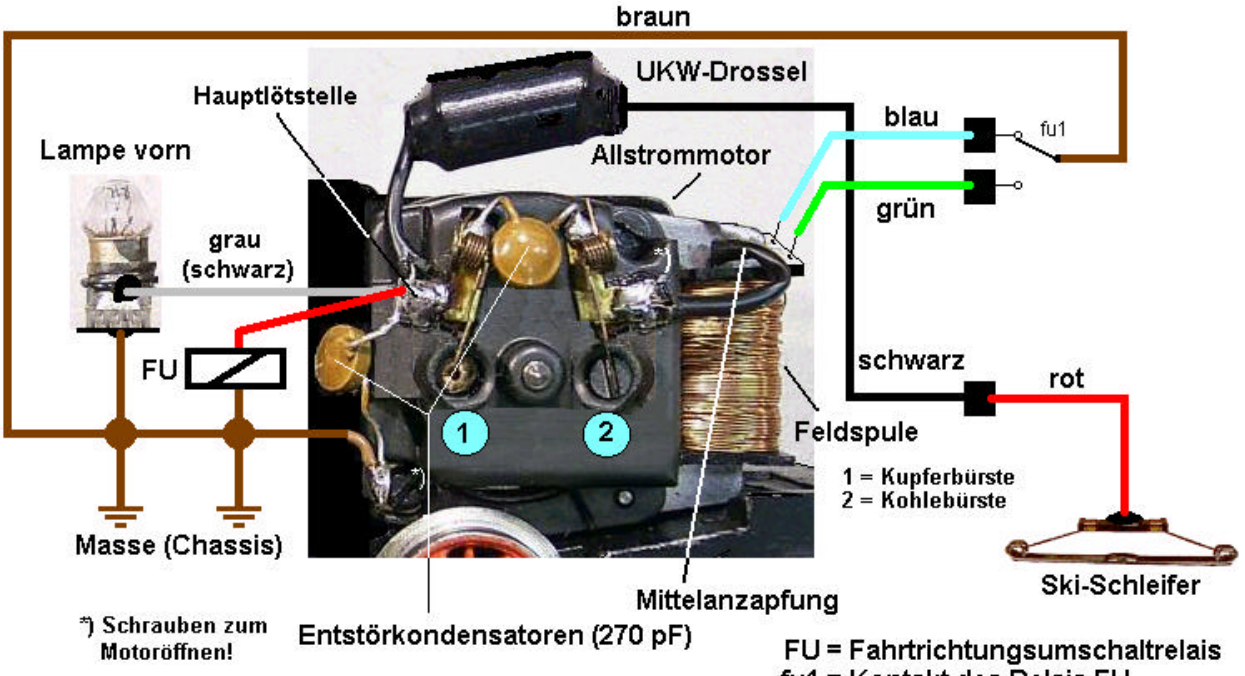

Bild M3 Allstrommotor (SFCM) einer Märklin-Lok
Im Bild M3 ist der Motorschild eines (kleinen) Scheibenkollektormotors (SFCM) zu sehen, der sich leicht an den unterschiedlichen Bürsten zur Stromübertragung erkennen lässt. Eine Bürste ist aus Kupferdraht (1), die andere aus Kohle oder Graphit (2). Der Motor besitzt einen Feldmagnet (Eisenkern mit Feldspule), ist also ein Allstrommotor, der sich mit Wechsel- oder Gleichstrom gleichermaßen betreiben lässt. Zur Kupferbürste (1) gehört die sogenannte Hauptlötstelle (direkt darüber). Hier ist die UKW-Drossel angelötet, die mit dem Skischleifer der Lok verbunden ist. Der Skischleifer liefert den einen Pol der Fahrspannung (Bahnstrom = roter Draht). An die Hauptlötstelle sind außerdem die Lampe(n) und die Spule des Fahrtrichtungsumschaltrelais FU angeschlossen. Von der Kohlebürste (2) geht ein Draht zur Mittelanzapfung der Feldspule. Die beiden Enden (grüner und blauer Draht oder beide schwarz) der Feldspule führen zum Umschaltkontakt fu1 des Fahrtrichtungsumschaltrelais FU. Kontakt fu1 legt dann einen der